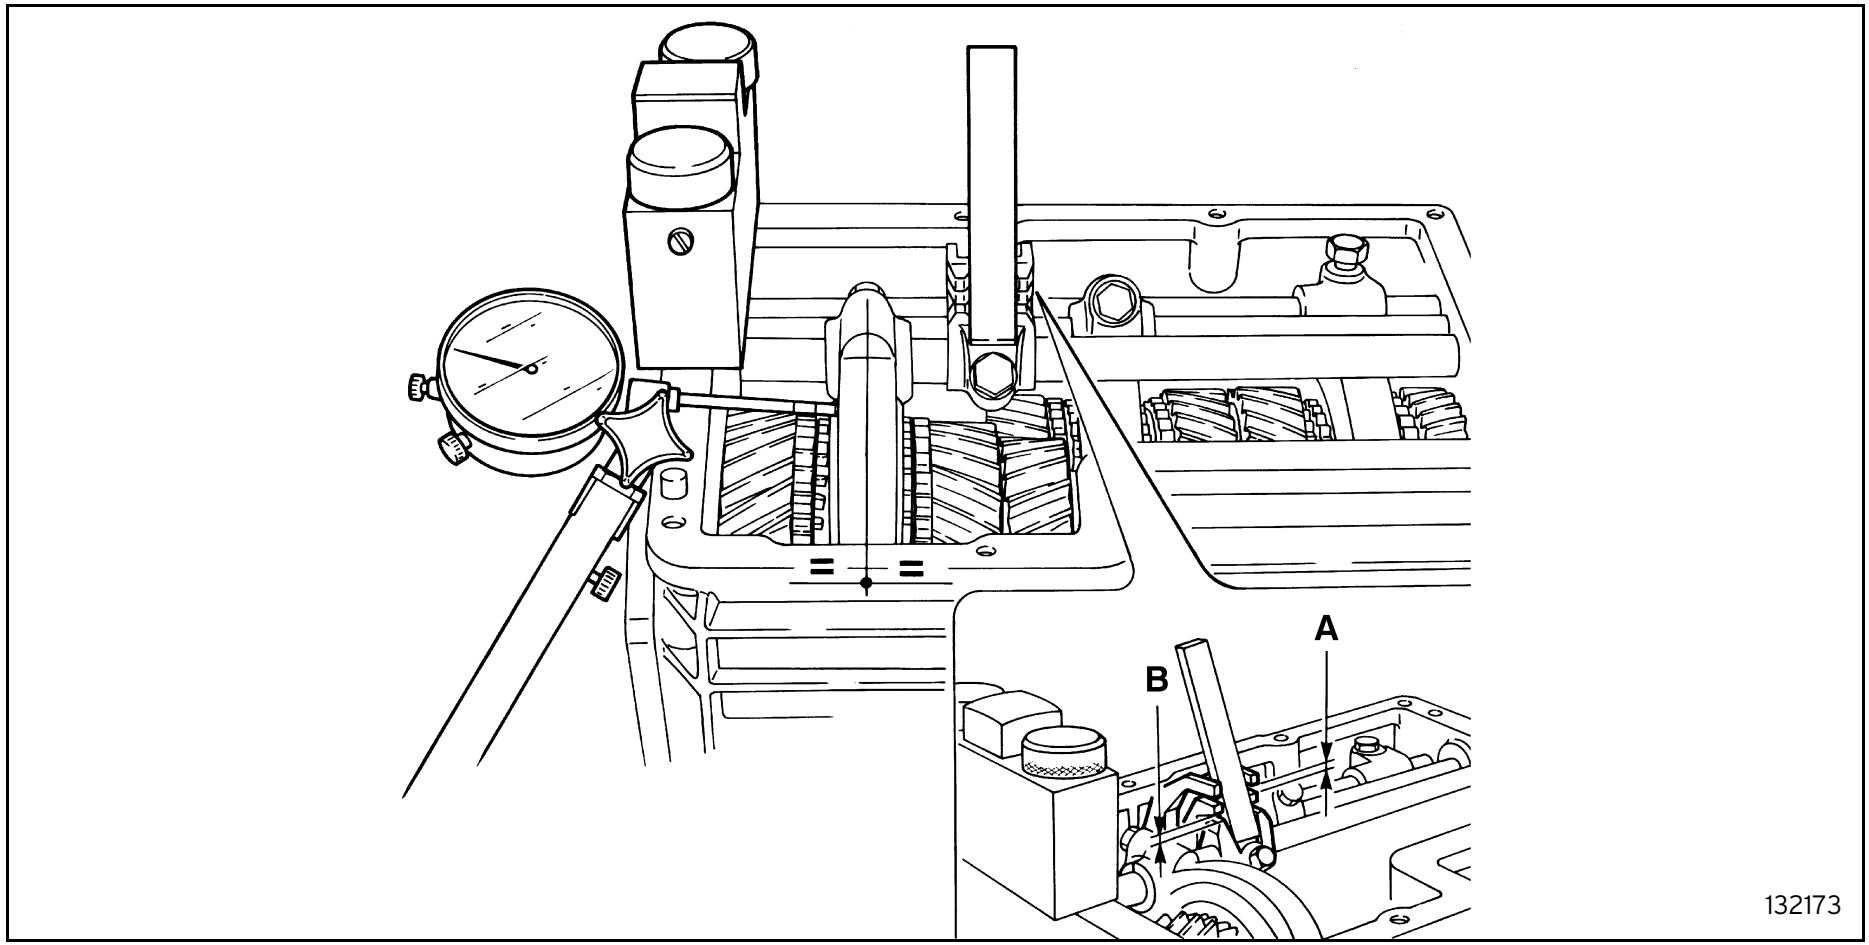

Fig. 74
- fit tool 962495019 to compress the rod restraint springs and tool 962495032 for ratchet centring, adjusting the position if it is difficult to insert the tool (figure 74);